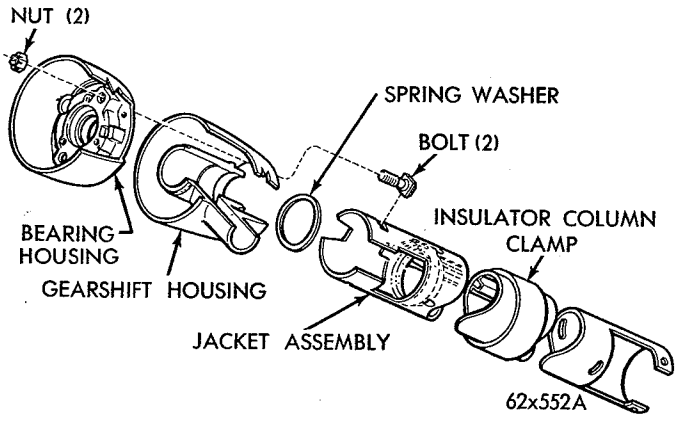

*Fig. 33—Jacket Tube—Disassembled*
(11) Remove floor plate assembly from the column jacket.
(12) Remove hexagon nuts from the two bearing housing retaining bolts, and lift steering column upper bearing housing off the jacket (Fig. 33).
(13) Lift gearshift housing and spring washer off the steering column jacket.
(1) Position spring washer on the ledge in top end of steering column jacket (Fig. 33), and place shift lever housing in position at top of the column jacket.
(2) Place two bearing housing retaining bolts in position in the housing, and just start retaining nuts.